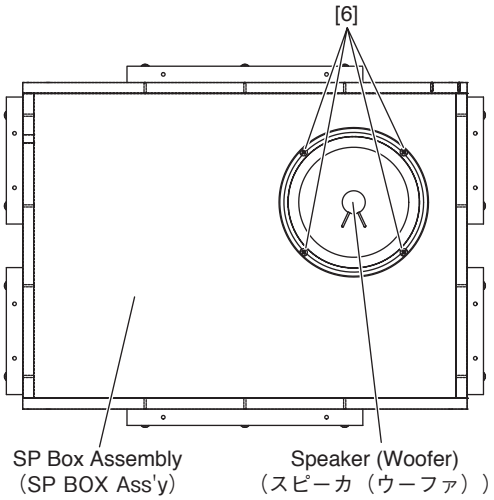

Fig.23（図 23）
26-3 Remove the four (4) screws marked [6]. The speaker (woofer) can then be removed from the SP box assembly. (Fig.23)
26-3 [6] のネジを 4 本外し、スピーカ（ウーファ）を SP BOX Ass'y から外します。(図 23)